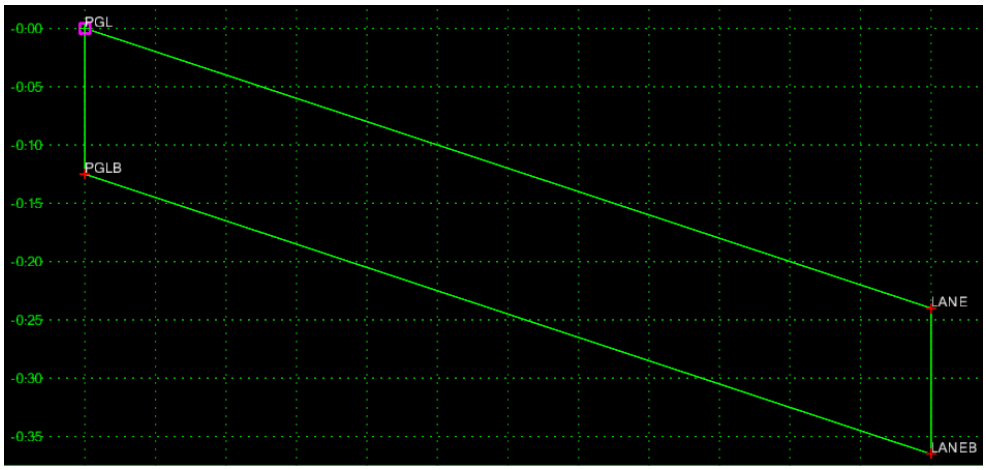

Figure L7-15 Create Template Grid
- Click the **Fit** button in the **Create Template** Window and verify your Surface Component matches that shown in *Figure L7-15*.